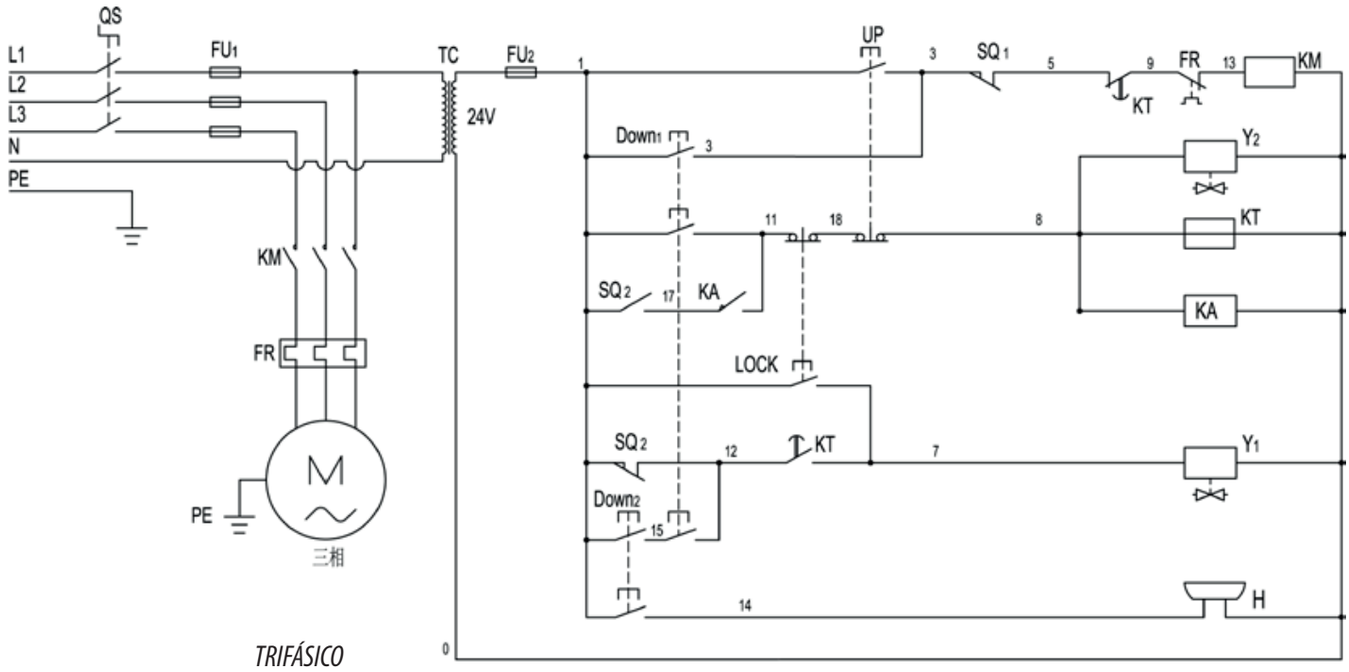

Fig. 13
2.2 Diagrama de circuito *(Ver Fig. 13).*